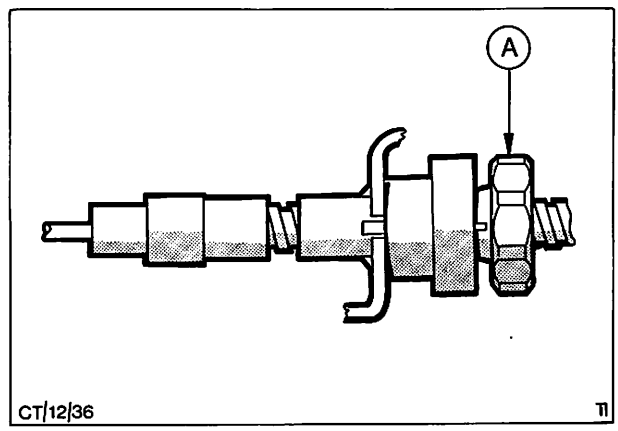

Abb. 72 A = Einstellmutter
3. Handbremsseil durch Drehen der Einstellmutter, Abb. 72, entspannen.